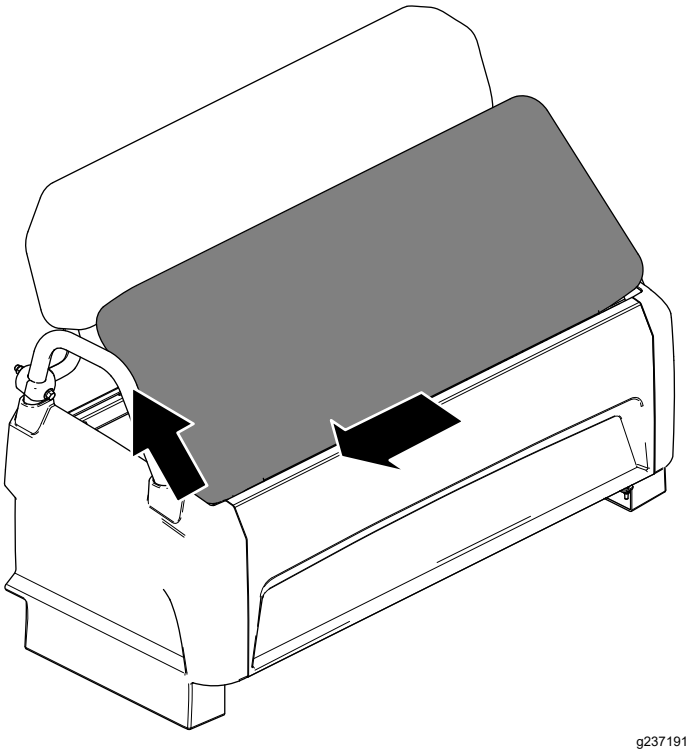

Figur 24
2. Skyv puten ut til siden, ut av stiftene, og løft den oppover (Figur 24).